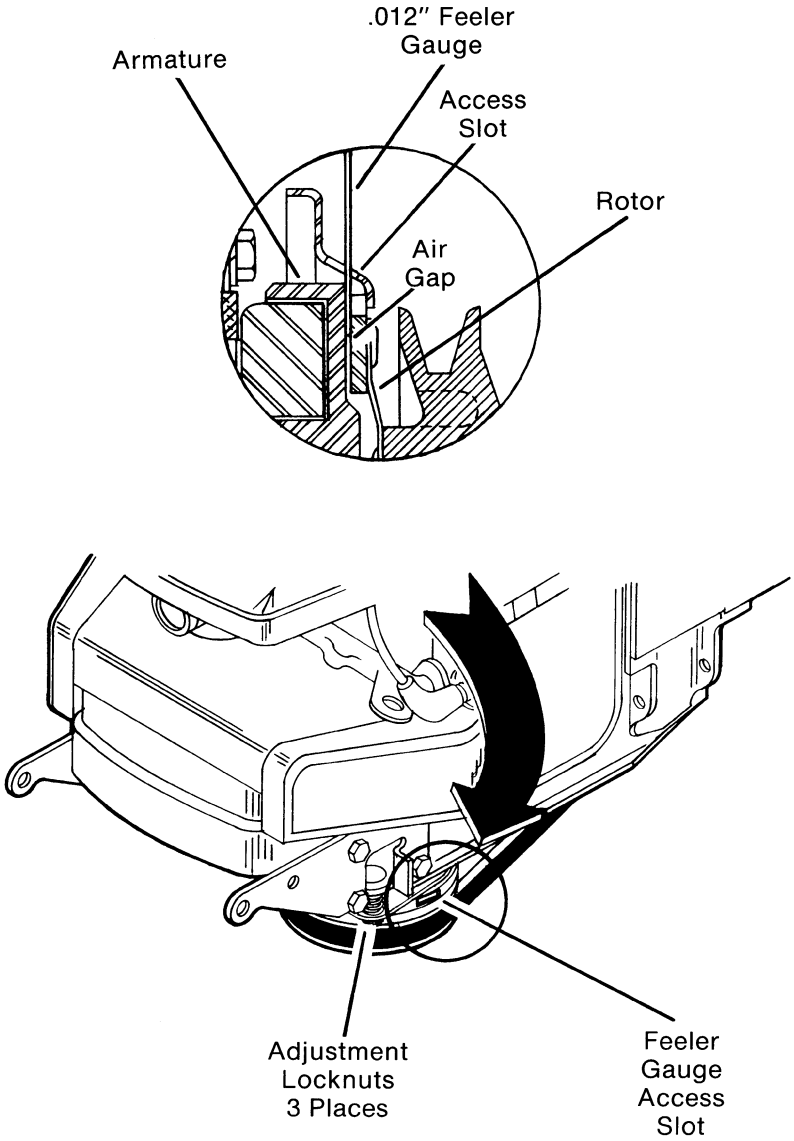

FIG. 11
B. Insert feeler gauge through access slot and into air gap between armature and rotor. (Fig. 11) There should be some resistance felt, on both sides of gauge, when clutch/brake is properly adjusted. Repeat this step in at least three locations on clutch/brake. If feeler gauge cannot be inserted into air gap or gap is too large, follow procedures below to adjust.
C. If P.T.O. switch is turned "ON" and attachment does not drive, turn all three locknuts equally ¼ turn **clockwise**. (Fig. 11) This will decrease air gap and allow clutch surfaces to engage. Recheck gaps with feeler gauge, if more adjustment is required, continue turning locknuts equally ¼ turn until correct adjustment is achieved.